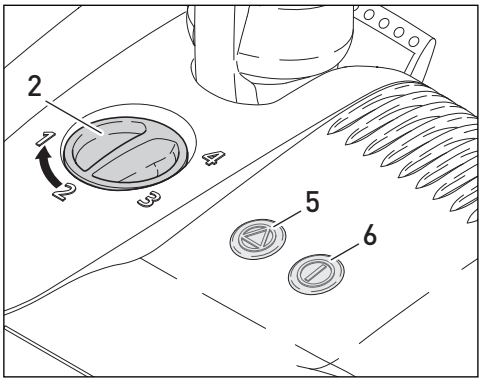

Figure 1
Fonctionnement de la Tête Motorisée - Figures 1 et 2
B. Pour le nettoyage par simple aspiration des surfaces délicates ou des sols durs, la tête motorisée est équipé d'un interrupteur marche/arrêt (#6, figure 1)*. Lorsque cet interrupteur est utilisé pour éteindre le rouleau à brosses, une lumière jaune brille pour indiquer que la brosse en sous tension. Appuyer sur le bouton en position on, la brosse se met à tourner et la lumière s'allume en vert.
Caractéristique du Réglage de l'Hauteur de la Brosse - Figure 1
Lumières d'Indication - Figures 1, 2 et 3
Lumière marche/arrêt verte*: (#6, figure 1) — La brosse est activée et tourne.
Lumière marche/arrêt jaune*: (#6, figure 1) — Le rouleau à brosse a été éteint et l'aspirateur fonctionne en mode d'aspiration verticale uniquement.
Lumière d'avertissement de brosse rouge: (#5, figure 1) — La brosse n'est pas totalement engagée au tapis. L'hauteur devrait être baissée. Si l'hauteur est déjà basse, la brosse est donc abîmée et doit être remplacée.
Lumière d'avertissement de brosse rouge clignotant: (#5, figure 1) — La brosse est bloquée. Éteindre la tête motorisée déconnecter et puis quitter le blocage (voir page 7).